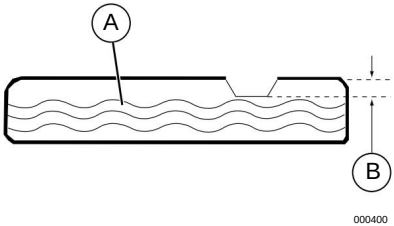

Figura 2-10. Adición de combustible recomendado
4. Agregue lentamente el combustible recomendado (A). No llene hasta el borde (B). Consulte ***la Figura 2-10.***